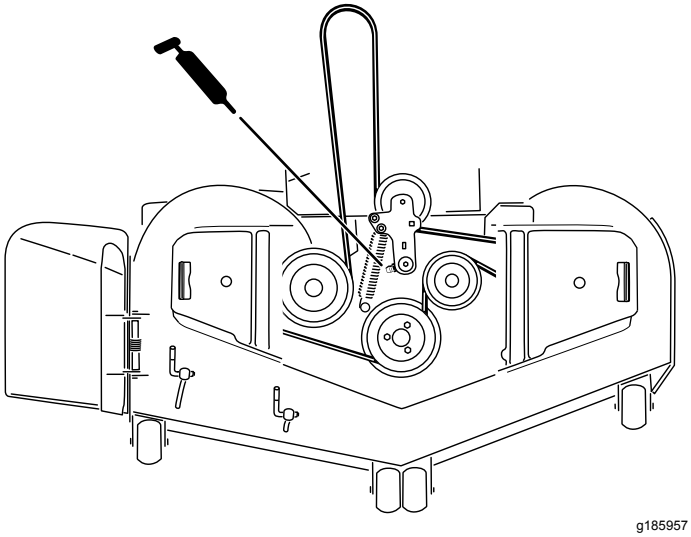

Figur 48
5. Smør drejeleddet på plæneklipperskjoldets styreremskive, indtil der kommer fedt ud af bunden (Figur 48).